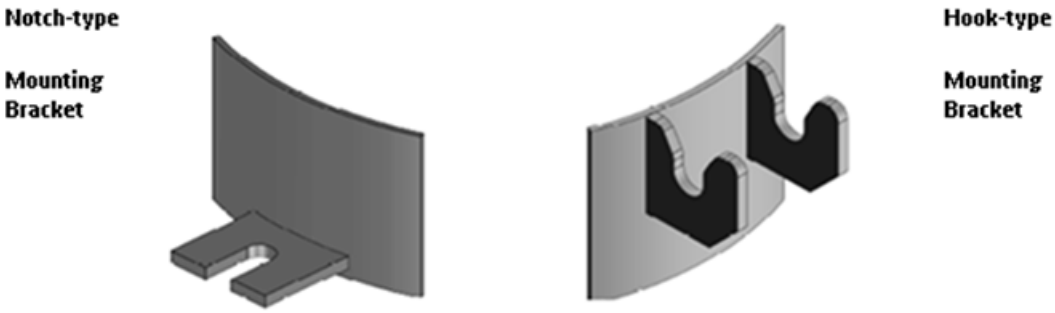

Figure 4. Mounting Brackets
3. Mounting Brackets – provided for your specific pipe size – Figure 4